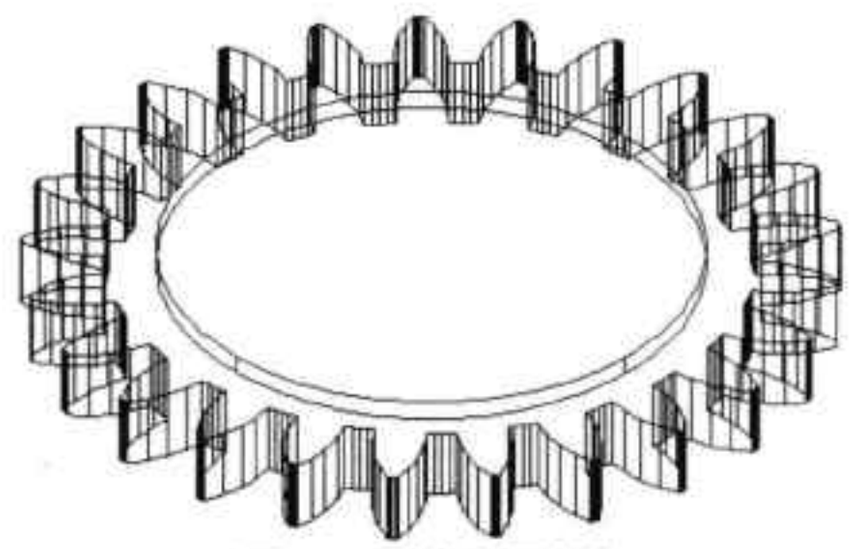

图12-51 绘制圆柱体
Step14 捕捉齿轮顶面圆心点，执行“圆柱体”命令，向 Z 轴负方向绘制底面半径为 54mm、高为 4mm 的圆柱体，如图 12-51 所示。